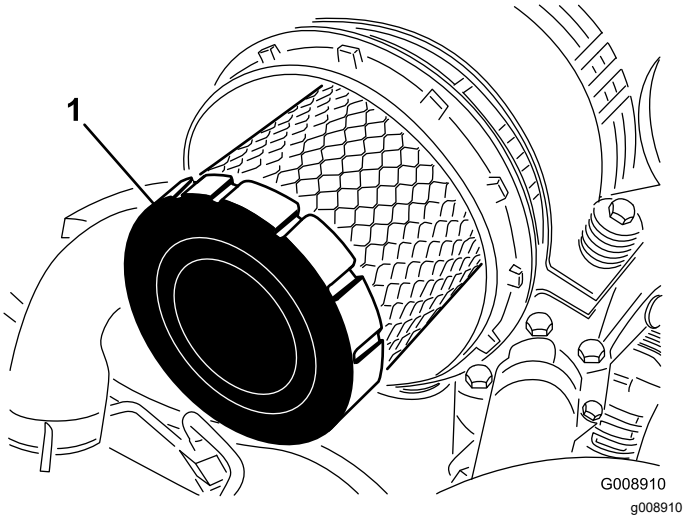

Figur 58
4. Ta ut og skift det primære filteret (Figur 58).